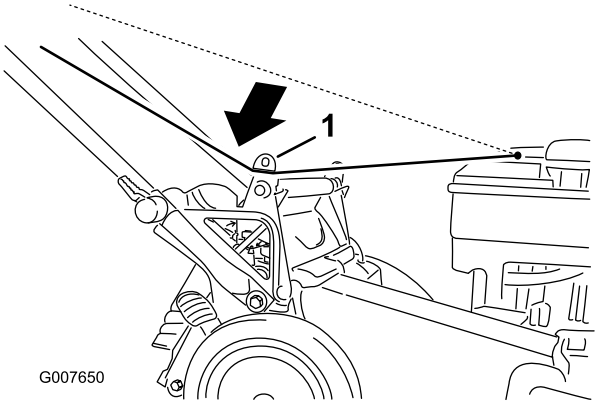

Figur 20
1. Før startsnoren rundt om det nedre snorestyr (Figur 20).